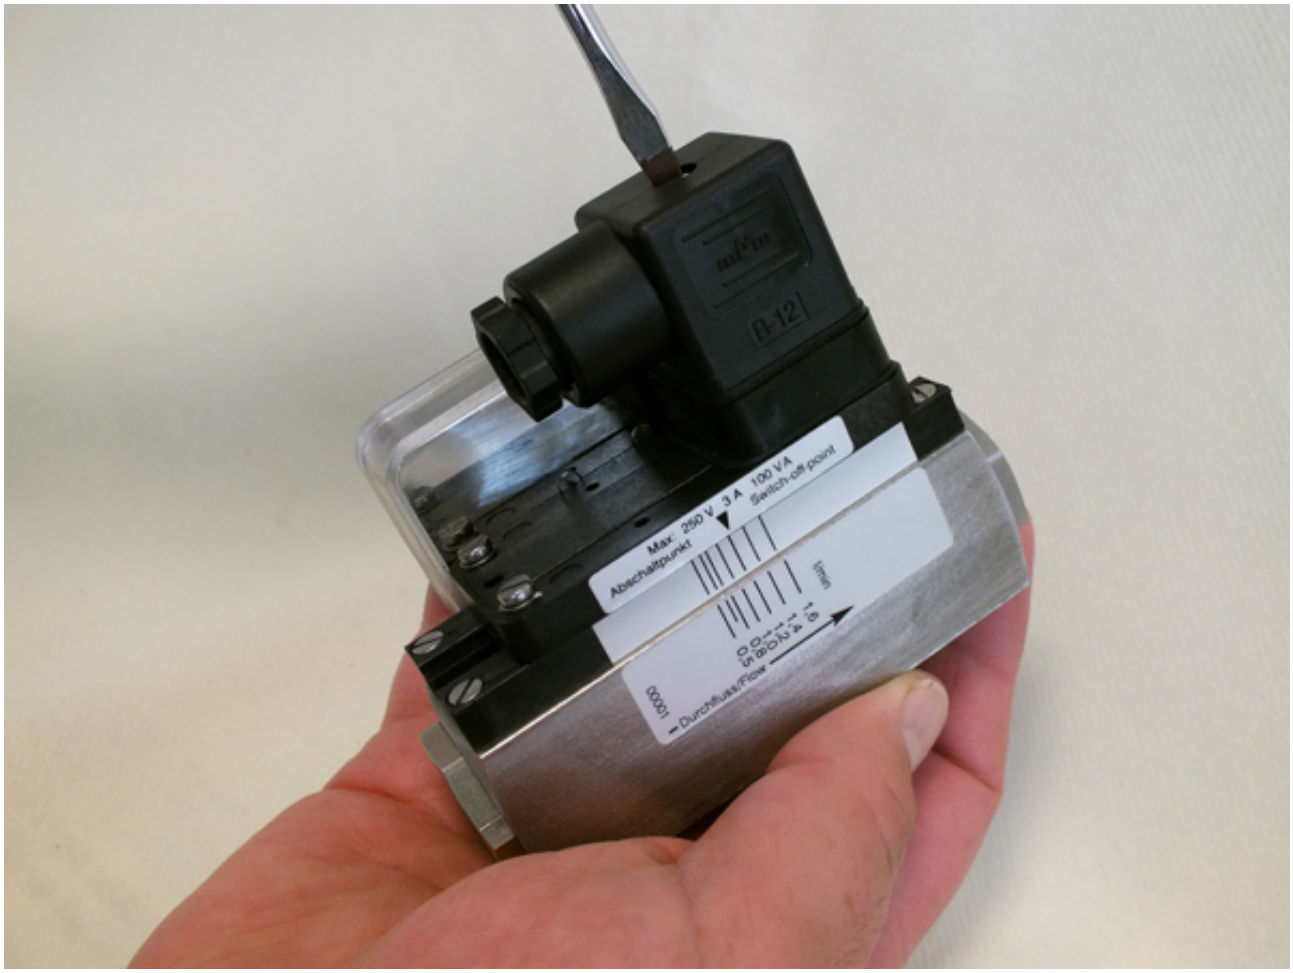

Fig. 71: Loosen female socket
1. Loosen the fixing screw of the female socket (*Fig. 71*) with a flat-bladed screwdriver.